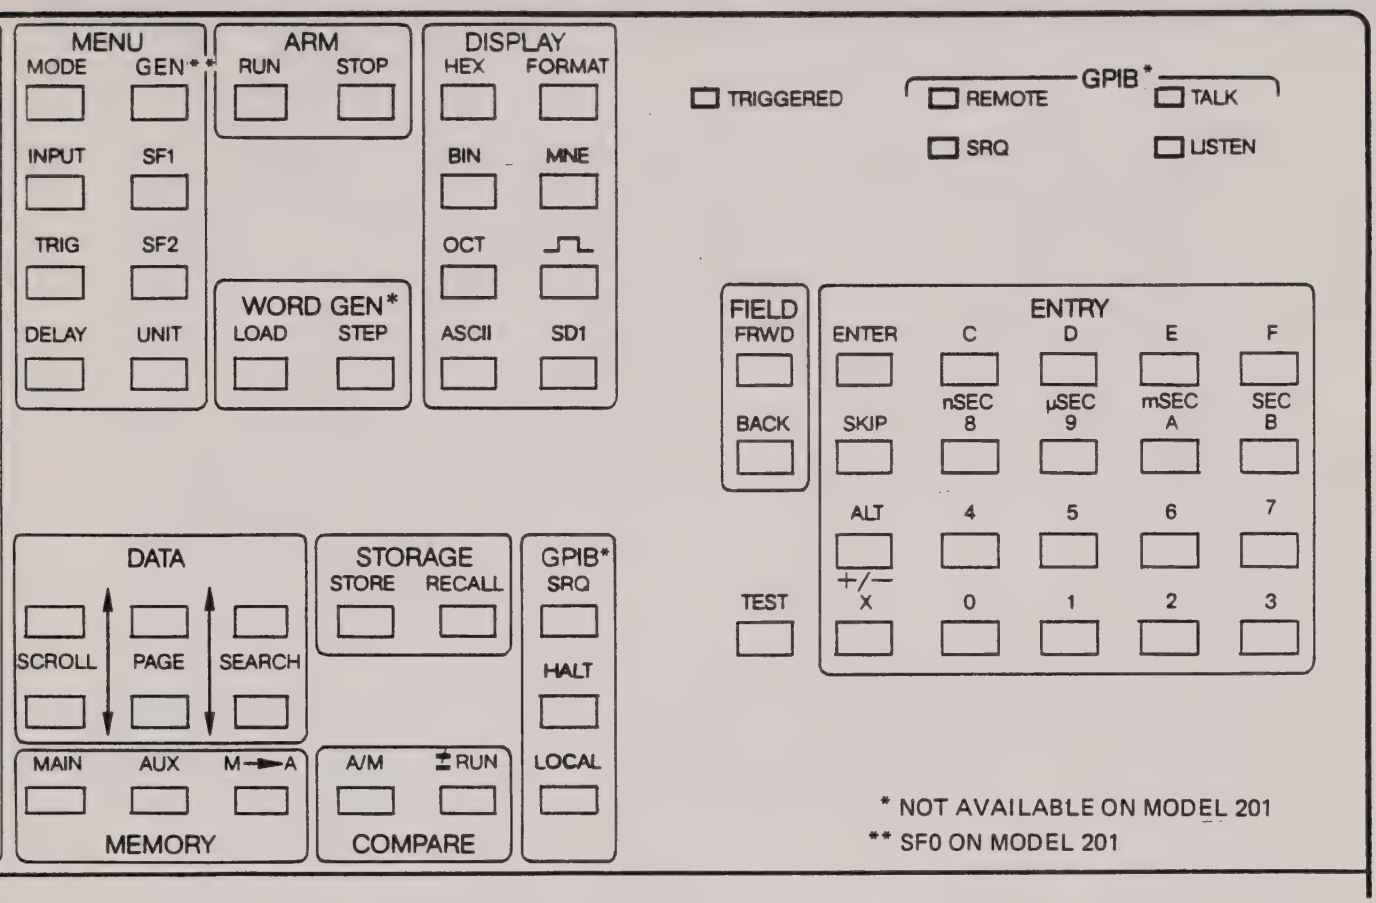

Figure 3.1 - Front Panel Keyboard and Indicators
3.1.1 Refer to Figures 3.1 and 3.2 when reading the following front and rear panel descriptions, respectively. This section provides a brief description of the front and rear panels, including all keys and indicators, of Series 200 state analyzers. Features not applicable to all members of the series are indicated by a special **NOTE** following the corresponding paragraph. Actual use of front panel (keyboard) buttons will be described in Section 4 to which the user is referred. The function of all rear panel features will be briefly described in this section and elaborated, if necessary, in a later section (e.g. the **GPIB** feature).